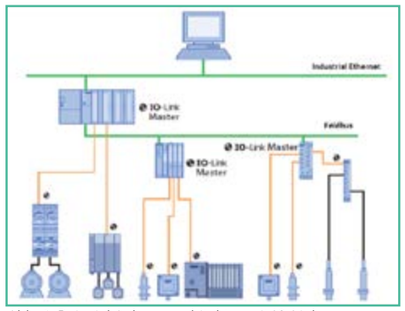

Abb. 1: Beispiel Anlagenarchitektur mit IO-Link
- Ungeordnete Zuführung der Werkstücke aus KLT-Behälter bzw. Gitterbox in Verbindung mit zwei Robotern (Bild 1)
1. Längsschweißen von Löchsägen (Bild 1)
1. Messsysteme zur automatisierten Konturerfassung und Vermessung von Werkstücken (Bild 1)